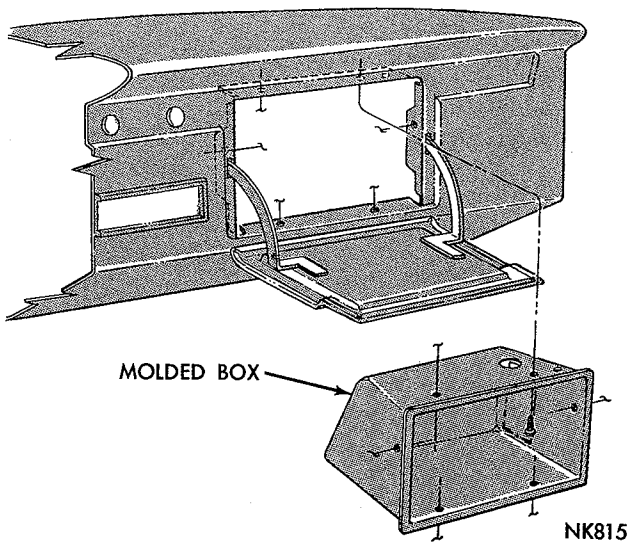
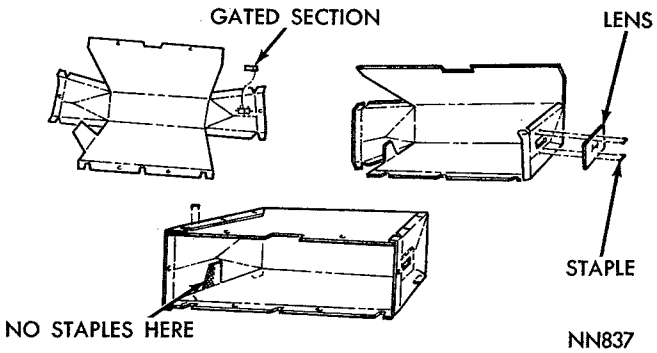
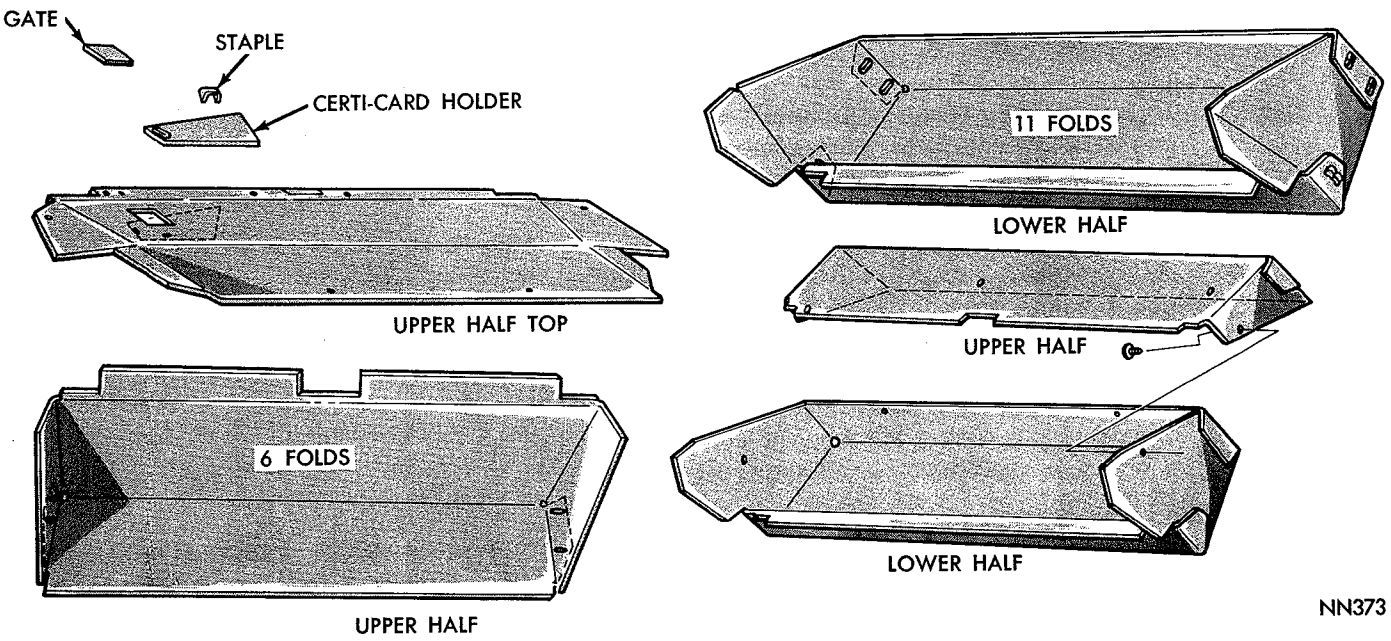
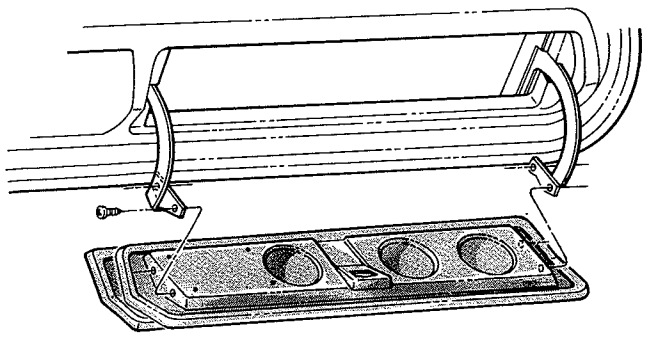

Fig. 21—Glove Box (Valiant)
Fig. 22—Glove Box (Fury)
*Fig. 23—Glove Box (Belvedere—Satellite)*
*Fig. 24—Glove Box Rear Attachment (Belvedere—Satellite)*
Valiant Models use a one piece molded type glove box (Fig. 21) which is mounted flush with the opening and is removed from the front of the instrument panel. Fury Models use a one piece folded type glove box (Fig. 22) and Belvedere-Satellite Models use a 2 piece folded type (Fig. 23) attached at the center outer areas with screws. Hinges for glove box doors are positioned through openings in instrument panel and are attached to the doors with screws (Fig. 24).
(1) Remove glove box door and hinge assembly.
(2) Remove screws attaching box to top and side areas of opening (Figs. 21 and 25).
(3) Remove glove box from under and to rear of instrument panel.
(1) On Fury Models, remove gated section for light, fold box along indent lines (Fig. 22) and secure in position with staples.
(2) On Belvedere-Satellite, upper half of new glove box (Fig. 23), remove gated section for light, and attach certi card holder with staples.
(3) Bend upper half section along indent lines, and secure in position with staples.
(4) Bend lower half section (Fig. 23) along indent lines, and secure in position with staples.
(5) Position upper and lower halves together, align screw holes and install attaching screws.